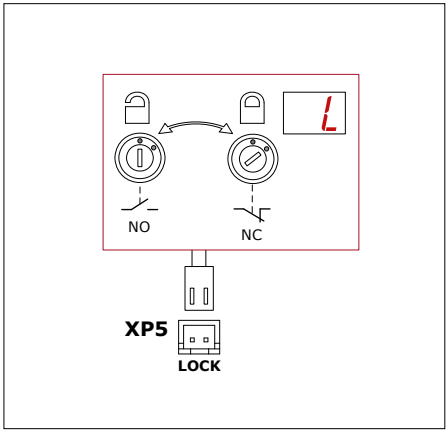

Abbildung 14
Um den allgemeinen Zugriff auf die Torsteuerung auszuschließen, wird ein Schlüsselschalter (**Abbildung 14**) an den **XP5**-Anschluss (LOCK) angeschlossen, der auf dem Blockgehäuse installiert ist (**Abbildung 4**). Mit dem Schlüssel wird der Schalter in die Position (NC) gebracht, in der die Befehle der Steuergeräte (Gerätetasten, Steuerschalter, Funkfernbedienungen etc.) gesperrt sind; oder in die Position (NO) überführt werden, in der die Steuerung freigegeben ist.